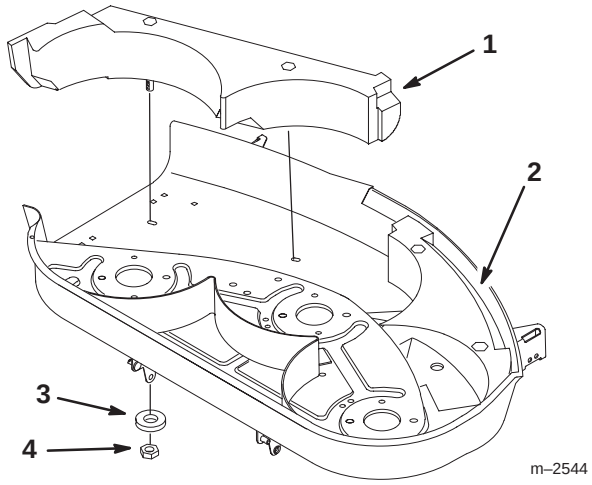

Figure 26
2. Remove the two locknuts and Belleville washers holding the right side baffle to the deck (Fig. 26).
3. Slide the right side baffle out of the interlock with the left side baffle to remove it from the deck (Fig. 26).